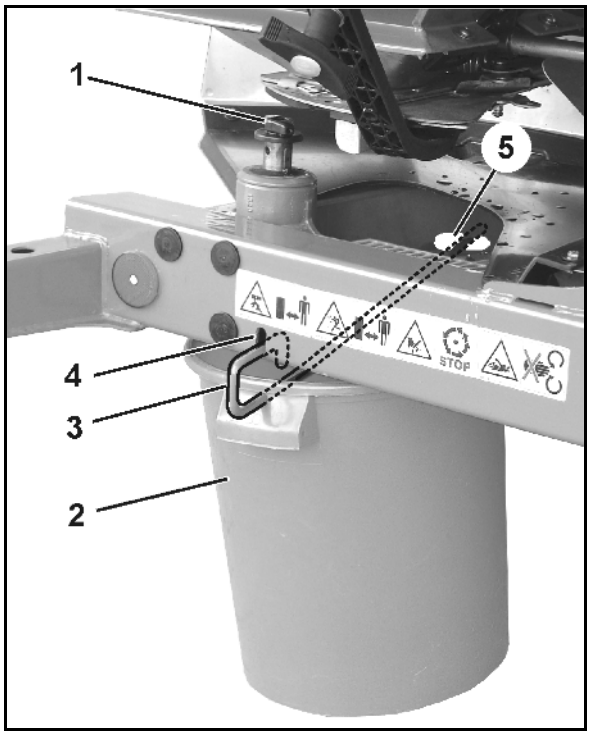

図 66
散布偏向板の設定をツールを用いずに正確に行うために、各散布ディスクには 2 種類の区別のはっきりした目盛り (図 66/1 と 図 66/2) が配置されています。
- 短い散布偏向板 (図 66/3) には、値 5 ~ 28 の目盛り (図 66/1) が、長い散布偏向板 (図 66/4) には、値 35 ~55 の目盛り (図 66/2) が割り当てられています。
- o 短い散布偏向板 (図 66/3) 用に設定値を読み取りエッジ (図 66/5) で読み取ります。
- o 長い散布偏向板 (図 66/4) 用に設定値を読み取りエッジ (図 66/6) で読み取ります。
- 散布偏向板を目盛り (図 66/1 または 図 66/2) のより大きな数値に旋回させると、作業幅が拡大します。